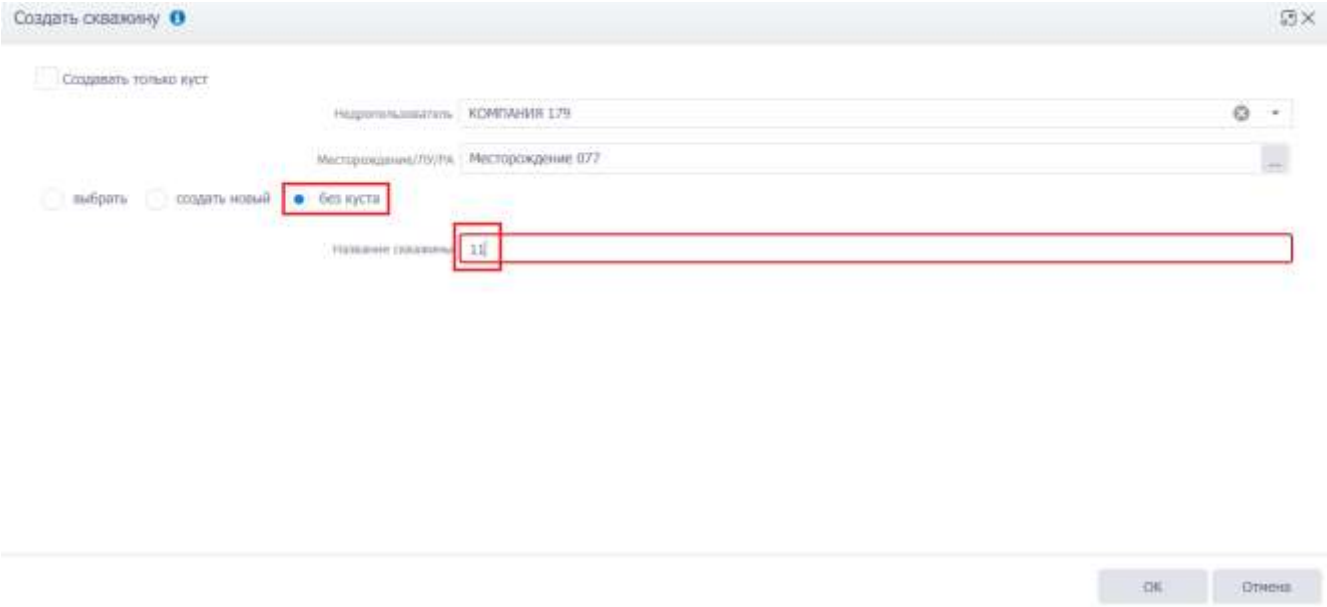

Рис. 3.25
- Если установлен переключатель , вводится только название скважины с клавиатуры (рис. 3.25).